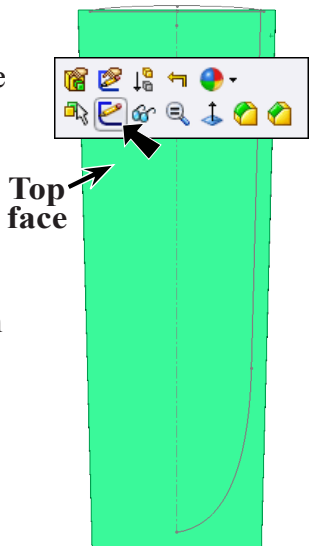

Fig. 40
Step 1. Click the **top face** and click **Sketch** on the Content menu, **Fig. 40**.